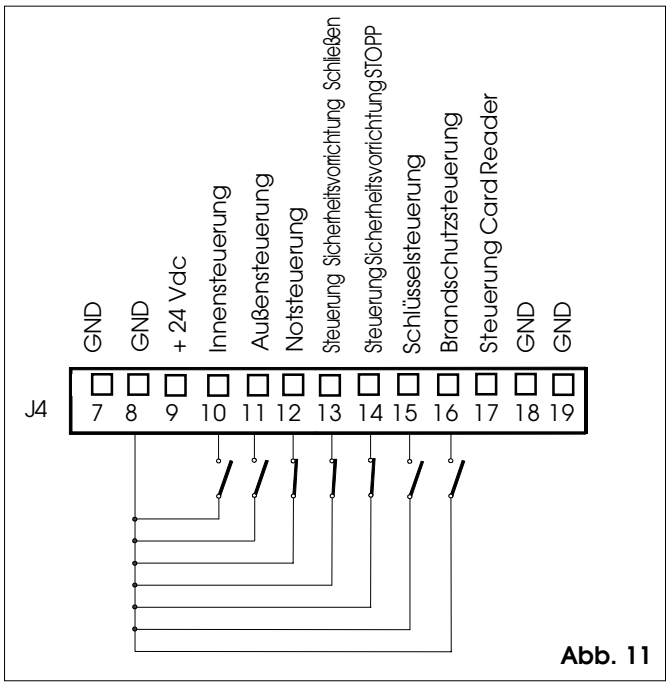

Abb. 11
⑤ **Klemmenleiste J4** Anschluss der Eingänge (Abb. 11, 12, 16)
NACHT: Die Außensteuerung ist nicht aktiv. Die Öffnung der Tür kann nur durch die Aktivierung der Schlüsselsteuerung (Abb. 11).